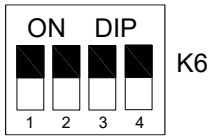
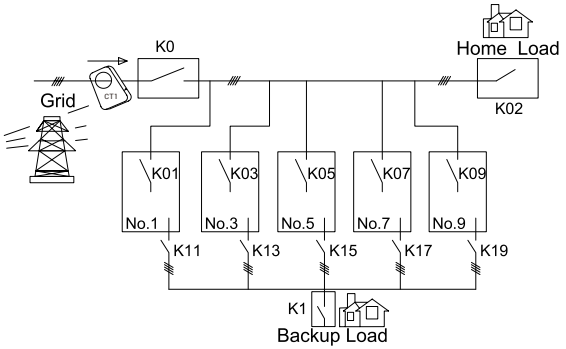

Figure 4.1 Schematic Diagram of DIP Terminal Set to ON
Figure 4.4 Connection Diagram of Five Inverters
In standalone operation mode, the K6 DIP switch on the external interface board inside the device should be set to ON (open), as shown in Figure 4.1.
In parallel mode, set the K6 DIP switches on the external interface board of the first and last units as shown in Figure 4.1: K6 to ON. For example, in a five-unit grid-tied parallel system (Figure 4.4), set K6 ON for units 1# and 9#, but not for unit 3#,5#,7#.
See Figure 4.4 for the connection diagram of five inverters (No.1, 3, 5,7,9).K0 refers to the main grid circuit breaker; K11, K13, K15,K17,K19 are load circuit breakers; K1 is the main load circuit breaker, and K02 is the household load circuit breaker. Each inverter is equipped with its own grid circuit breaker: K01, K03, K05,K07,K09 respectively.
a) Check whether the cable connection is correct as shown in Figure 4.4 (for BMS connection, CT or ammeter connection, battery connection, and ground cable connection, refer to the previous chapter.) Check whether the positive and negative batteries are consistent.